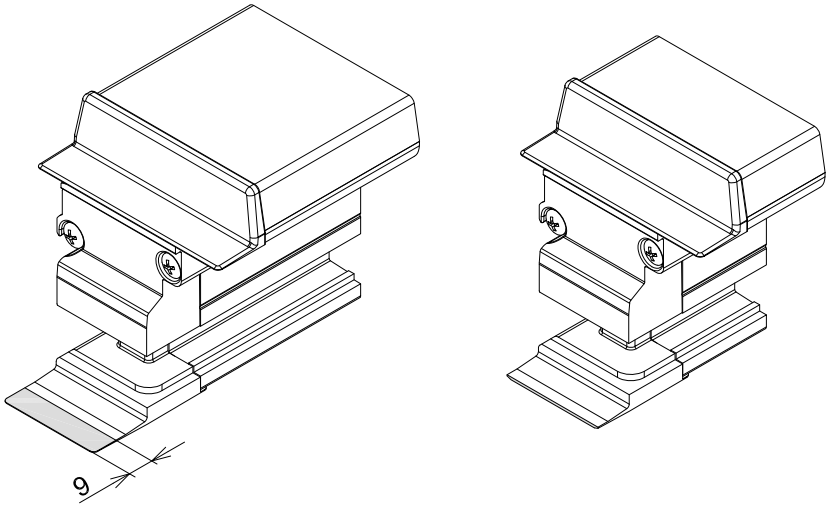

Abb. 1
1. Kürzen Sie die Lasche der Stulpendkappen um 9 mm (Abb. 1).